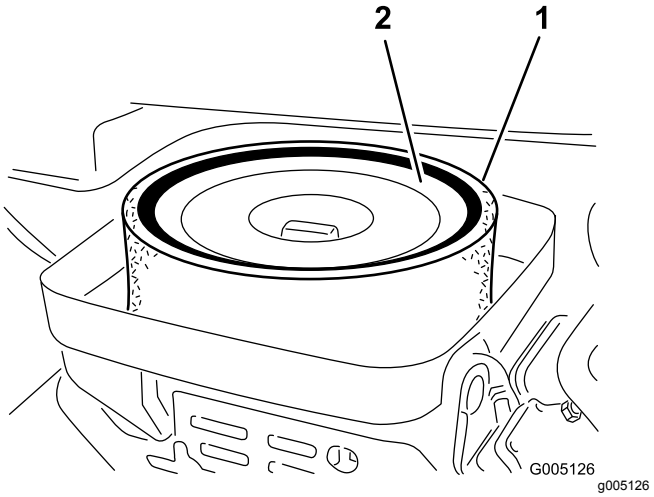

**Figur 37**
3. Ta bort vingmuttern som fäster delarna vid luftrenarhuset (Figur 37).
4. Ta bort skumgummidelen från pappersinsatsen om den är smutsig (Figur 37). Rengör den ordentligt på följande sätt: